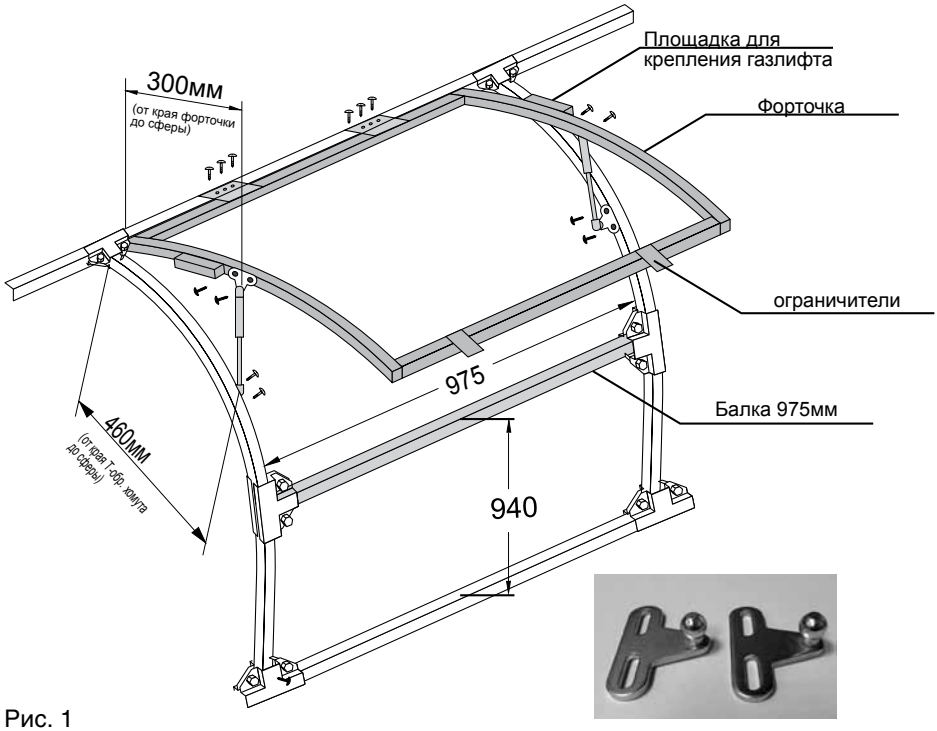

Рис. 1
1. Закрепите с помощью саморезов 4,2х13 мм шарниры на форточке к средней балке, предварительно оцентровав форточку между дугами. (ВАЖНО: расстояние между дугами должно быть 975 мм). (Рис.1).
2. Закрепите балку 975 мм между дугами, с помощью Т-образных хомутов, болтов, гаек и шайб, подведя её к краю форточки так, чтобы ограничители на форточки опирались на эту балку. (Рис.1).
– если у Вас в комплекте пластинки , то закрепить на дуге форточки, под площадкой крепления газлифта (Рис.1).